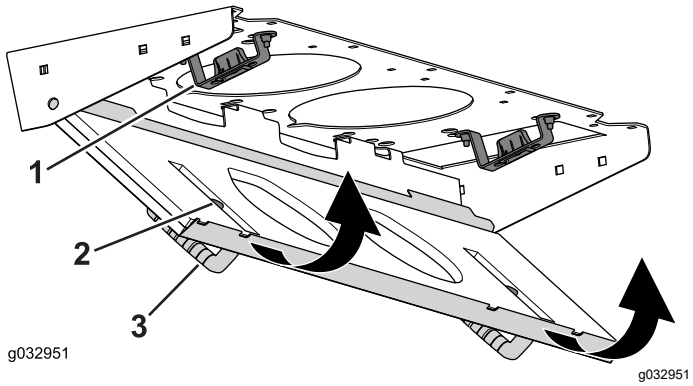

Figur 85
4. Vrid filterenheten runt flikarna tills spärren låser fast i spärrenheten (Figur 85).